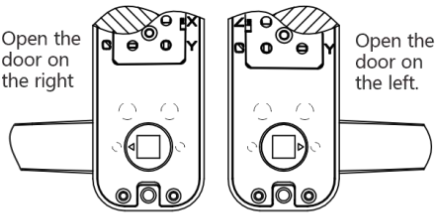

Fig 6D
4) Insérez dans le trou carré de l'arbre jusqu'à une profondeur d'environ 5 mm, dans le trou de la broche, et tournez la broche carrée de sorte que la flèche triangulaire sur le manchon de la broche soit orientée vers la poignée. (voir figure 6D)